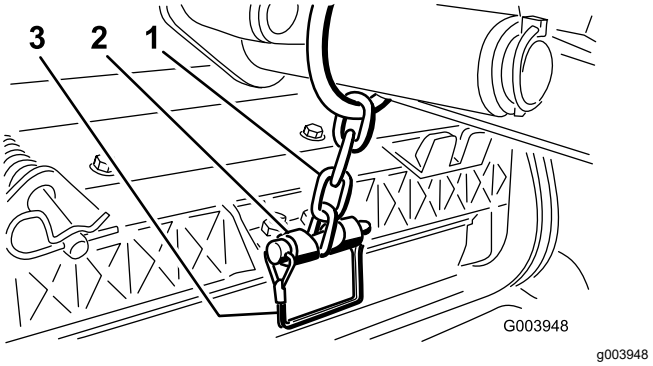

**Figuur 12**
13. Bevestig de ketting van de hefarm aan de kettingbeugel met de borgpen (Figuur 12).